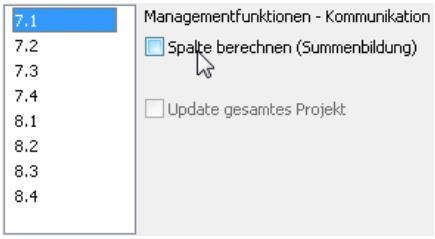

Bild 35.3 – Abschalten der automatischen Berechnung für alle Spalten
- Hier schalten Sie die automatische Berechnung in *allen* Spalten ab, denn es sollen auch Meldungen kommuniziert bzw. eingeblendet werden, die nicht physikalischer Natur sind. Das gilt z. B. für Handschalter oder Betriebsmeldungen, die nach Anforderung vom Gerät generiert werden (Abb. 35.3).